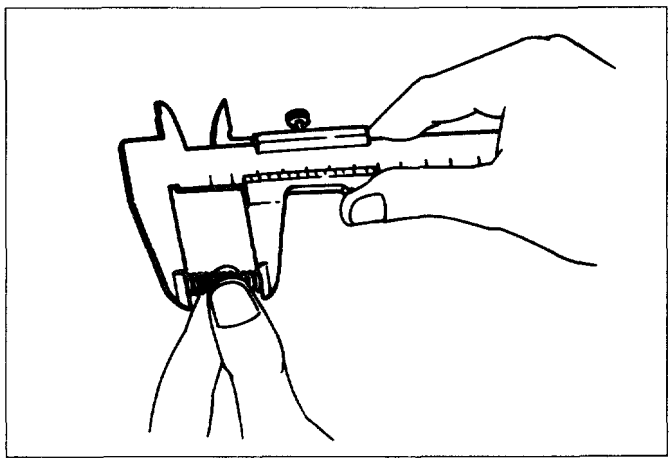

Fig. 7B-42
- Use a spring tester to measure the valve spring tension (Fig. 7B-43).